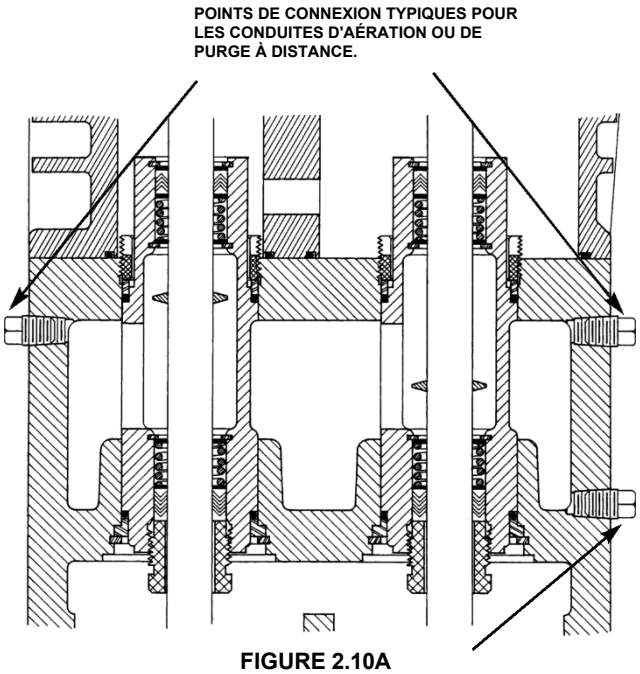

**FIGURE 2.10A**
La pièce d'écartement est essentielle pour contrôler les fuites et garantir un fonctionnement sans huile des compresseurs Corken. Les pièces d'écartement sont équipées de trous taraudés pour purger et vidanger (voir figure 2.10A). Il est essentiel de raccorder correctement ces trous taraudés pour garantir des performances optimales du compresseur.
**Étant donné qu'une partie de l'huile passe par le jeu de garnitures inférieur, il est essentiel de vidanger régulièrement la pièce d'écartement afin de garantir un fonctionnement sans huile (voir figure 2.10A).** Corken recommande de vidanger la pièce d'écartement une fois par semaine pour les unités fonctionnant en continu. L'installation d'un robinet de vidange sur le drain de la pièce d'écartement facilitera la vidange de cette dernière.